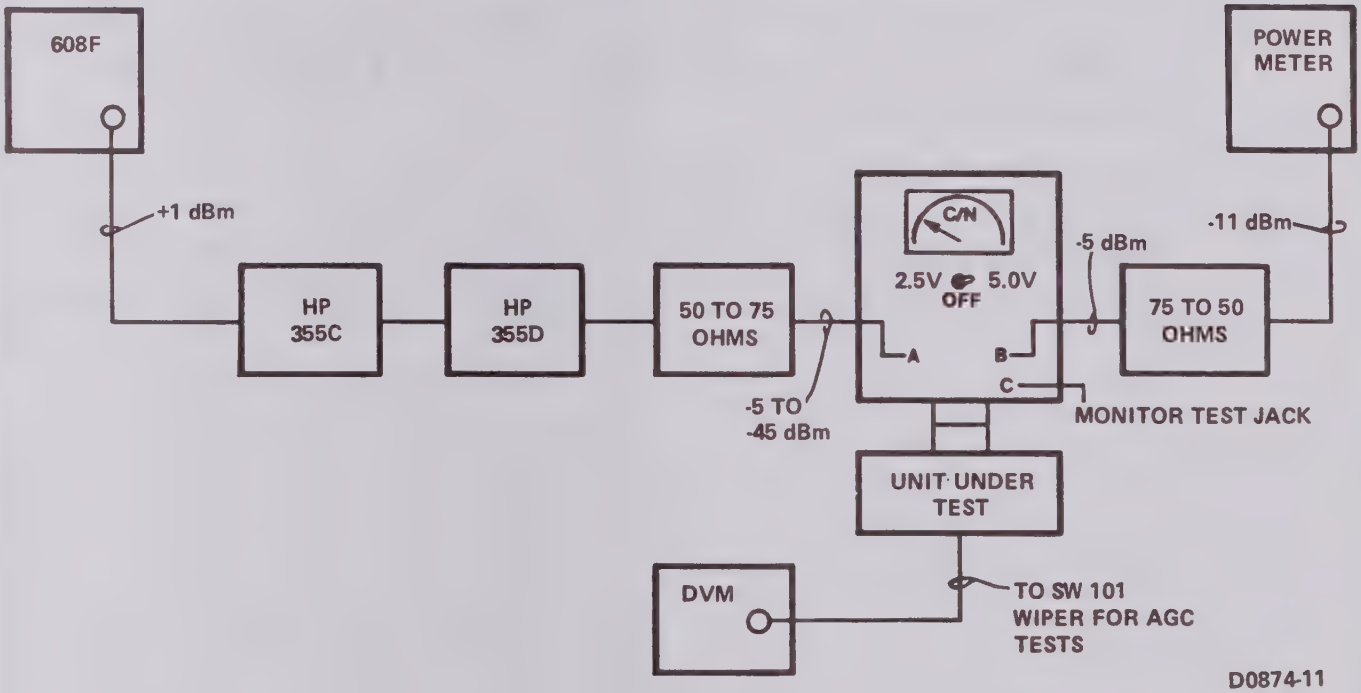

Figure 1. Amplifier Gain and AGC Adjustment Test Setup
a. Connect test equipment as shown in Figure 1.